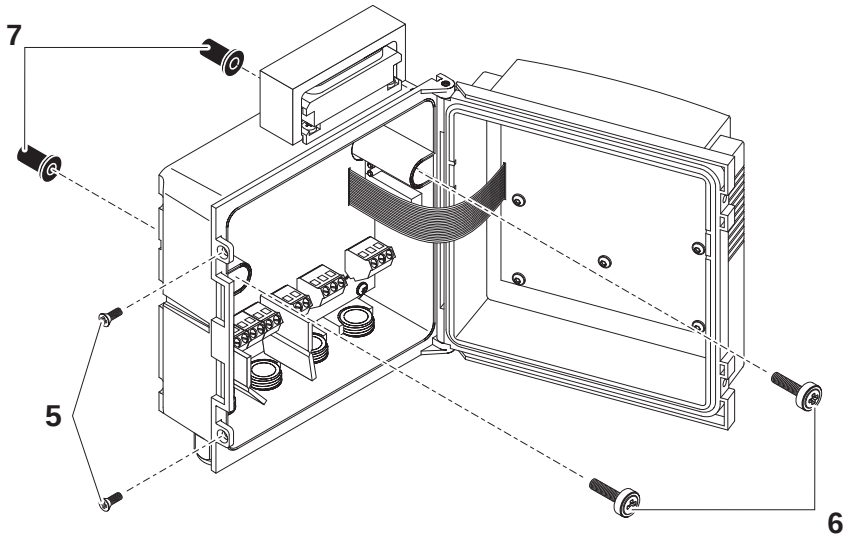

Fig. 3-16 Mounting the sun shield: Premounting the ISO blind nuts
2	Remove the two countersunk screws (pos. 5 in Fig. 3-16) and swing open the lid.
3	Insert the cheese-head screws (pos. 6 in Fig. 3-16) with the plastic washers in the drilled mounting holes and loosely screw in the ISO blind nuts (pos. 7).
4	Position the Universal Transmitter on the sun shield and fix it into place with the two screws (pos. 6 in Fig. 3-16).
5	Close the lid and fix it with the two countersunk screws (pos. 5 in Fig. 3-16).